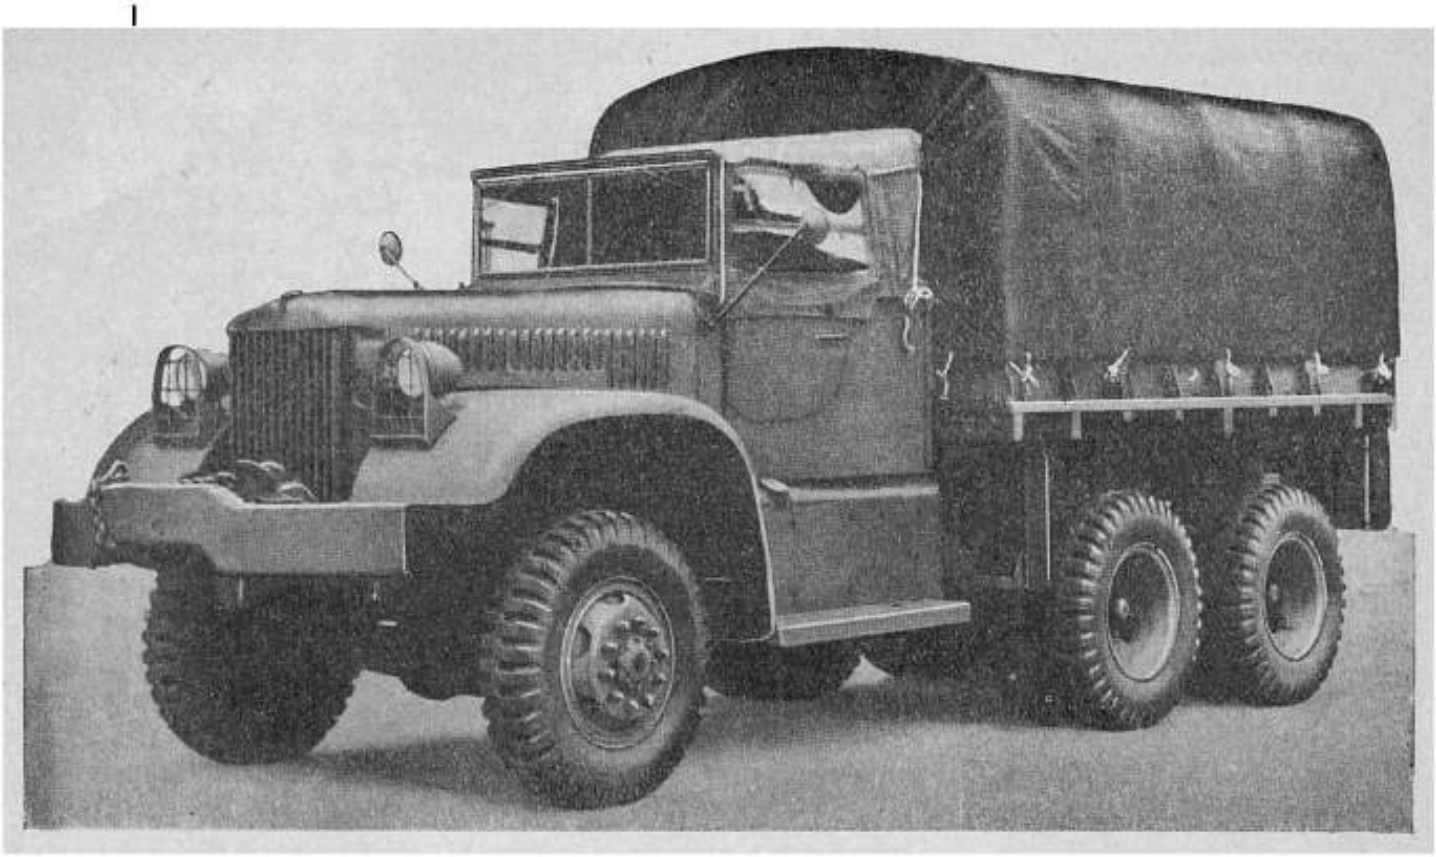

FIGURE 1. — Camion à ridelles, modèle 968A à cabine ouverte. Vue avant de 3/4.
c. *Différences entre les modèles (fig. 1, 2, 3 et 4).*